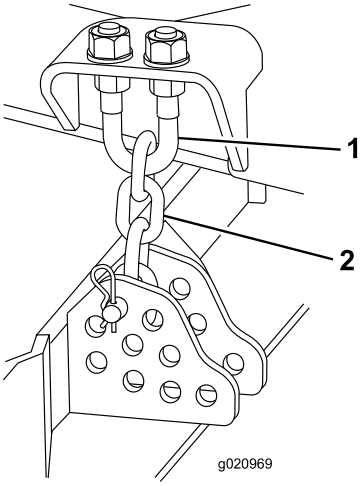

Figuur 74
1. Draai de contramoeren op de bovenkant of de onderkant van de veerstrop van de maaihoogteketting los (Figuur 74).